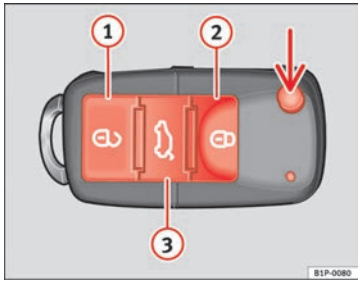

Fig. 64 Assignment of buttons on the remote control key
Using the button ⇒ fig. 64 (arrow) on the control, the key shaft is released.
Unlocking the vehicle ⇒ fig. 64 1.
Locking the vehicle ⇒ fig. 64 2
Unlocking the tailgate. Press the button ⇒ fig. 64 3 until all indicators on the vehicle briefly flash. When the unlocking button 3 is pressed, you have 2 minutes to open the door. Once this time has passed, it will lock once more.
Also, the battery indicator on the key ⇒ fig. 64, will flash.
When the button ⇒ fig. 64 1, is pressed once, the driver's door is unlocked, all others remain locked.
Press the button ⇒ fig. 64 1 twice to unlock all doors.
– Press the 🔓 ⇒ page 102, fig. 64 button on the remote control.